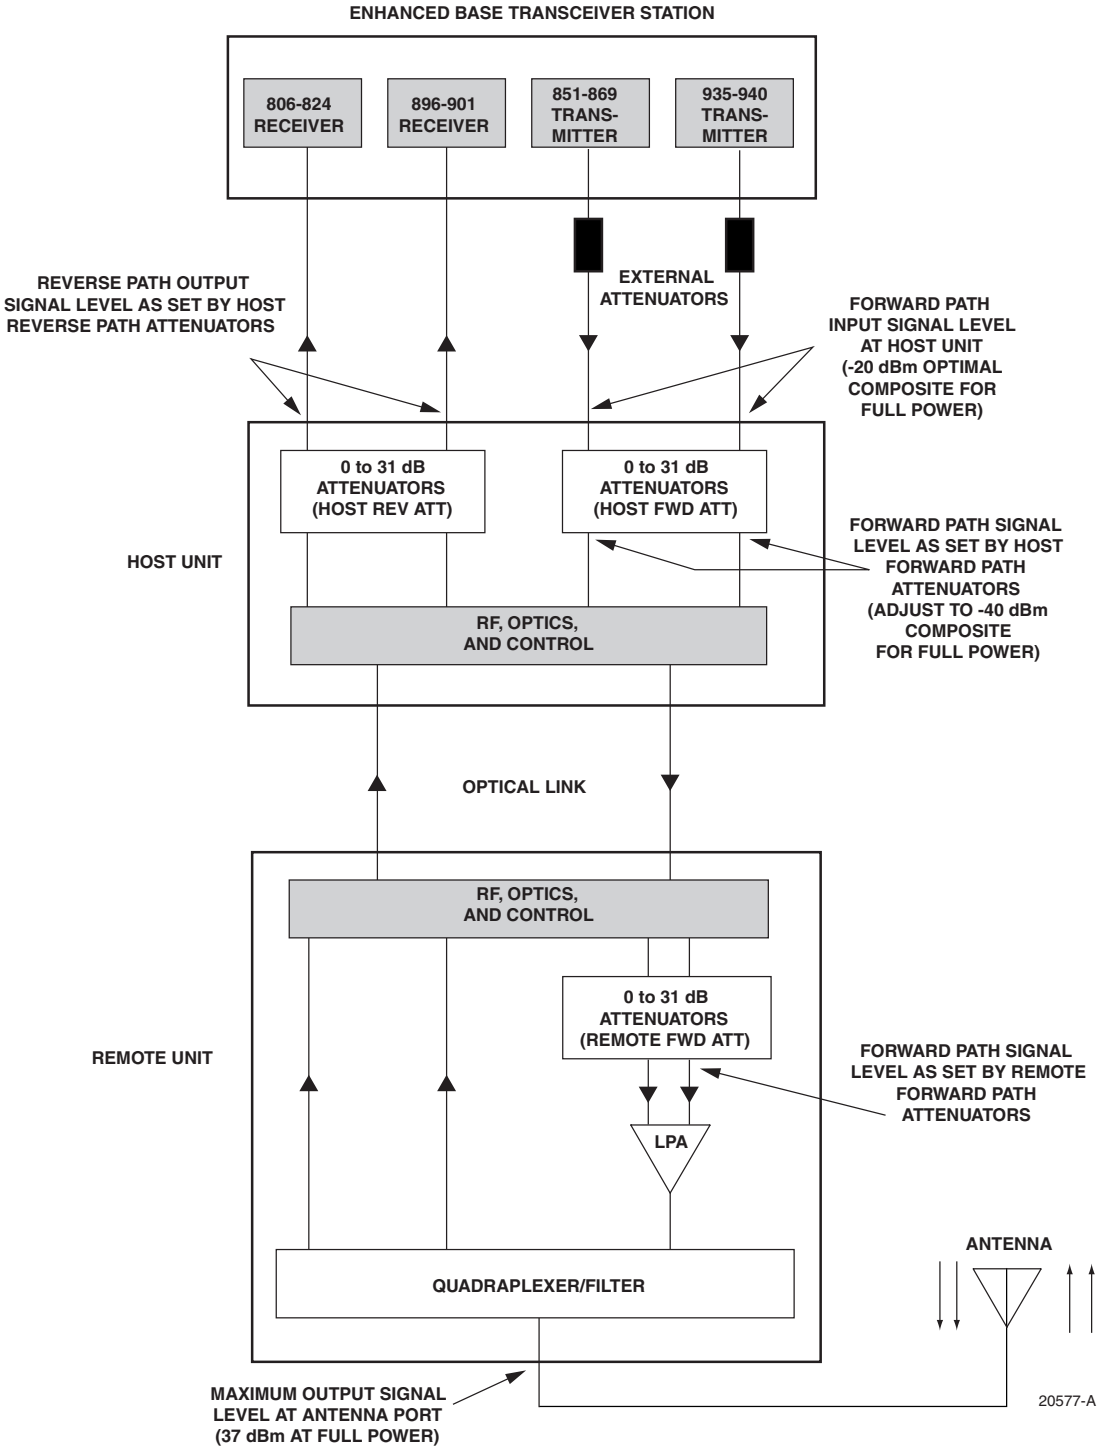

**Figure 3-3. Signal Levels, Test Points, and Adjustments for 800/900 MHz SMR Systems**
1. Connect a spectrum analyzer or power meter to the forward path output port at the EBTS. The required signal levels and test points for **800/900 MHz SM**R systems are shown in Figure 3-3. Note that 800/900 MHz SMR Host Units have two forward path ports.